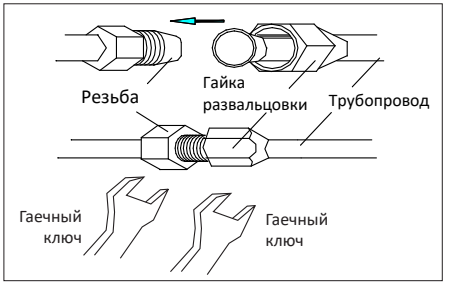

Рис. 11
3. Плотно закрутите гайку торсионным гаечным ключом до щелчка (рис. 11).